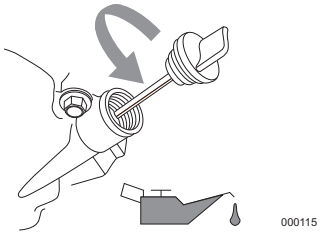

*Figure 2-7. Retrait de la jauge*
3. Retirez le bouchon de remplissage d'huile et essuyez la jauge. Se reporter à la *Figure 2-7*.